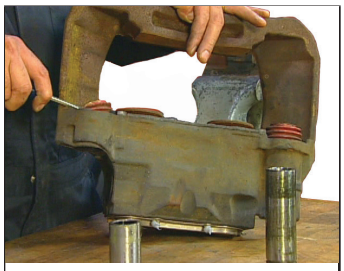

Figure 69 – Remove the Retaining Rings, Guide Pins, and Boots
5.6.10 Remove the boot retaining rings (58) and the guide pins (39) and (40). Use a screwdriver to pry out the inner boots (9). *See Figure 69.* Discard the removed items.